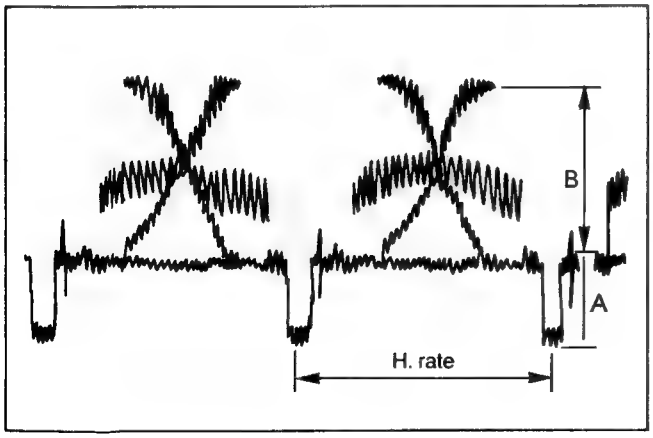

Fig. C12
(4) Adjust the YH Level Control (VR302) so that the signal level "B/A" is 2.33 +– 0.2 as shown in Fig. C12.
(5) Disconnect the jumper wire between TP4, TP5 and TP6.